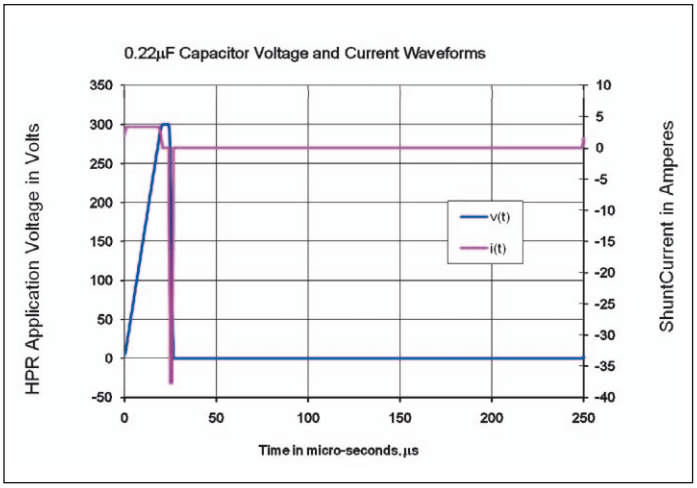
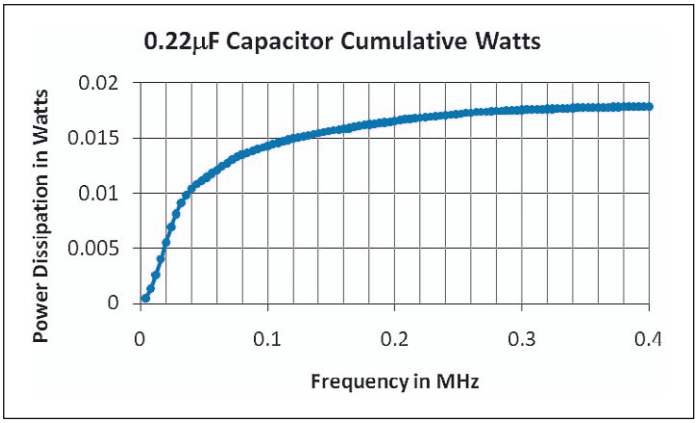

Bild 6: Angelegte Spannung und Ableitstrom
Bild 7: Kumulierte Verlustleistungen
Ein Beispiel dazu zeigt Bild 6: Der 220-nF-Kondensator wird mit einer trapezförmigen Spannung belastet.
Diese hat eine Anstiegszeit von 20 µs bis zu 300 V, eine Haltezeit von 5 µs und fällt in 1 µs wieder auf 0 V ab. Die Periodendauer ist dabei 250 µs, was einer Wiederholfrequenz von 4 kHz entspricht. Das ist die blaue Kurve in Bild 6.
Er wird durch die magentafarbene Kurve in Bild 6 dargestellt und beträgt ca. 3,3 A während des Spannungsanstiegs bzw. ca. -38 A während des Spannungsabfalls. Die durchschnittlich Stromstärke liegt hier bei 1,13 A, der Effektivwert davon bei 3,0 A. Der Scheitelfaktor in diesem Beispiel ist mit 12,5 recht hoch, was auf das Vorhandensein eines hohen Oberwellenanteils hinweist. Der Verlauf des Ableitstroms im Zeitbereich kann mittels FFT (Schnelle Fourier-Transformation) in den Frequenzbereich transformiert werden.
Die Verlustleistung (P) jeder Oberwelle kann mit $P = ESR_{(freq)} \times I_{(freq)}^2$ berechnet werden. Dazu sind die grünen Datenpunkte in Bild 6 zu beachten. Diese Verlustleistungen aufsummiert und geplottet zeigt Bild 7. Es zeigt, dass die größten Anteile im Frequenzbereich unter 100 kHz liegen. Die Verlustleistung nähert